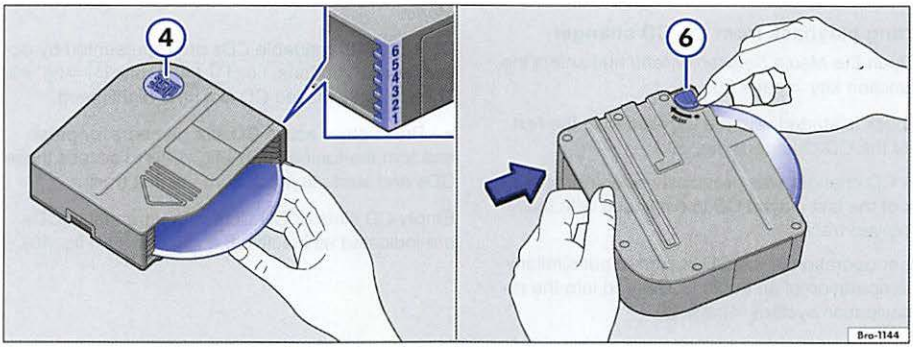

Fig. 38 Loading and removing CDs into and from the magazine.
- Hold the CD magazine with the "disc" ④ label facing upwards ⇒ fig. 38.
- To remove CDs, turn the CD magazine over and rotate the release lever ⑥ against the spring force.